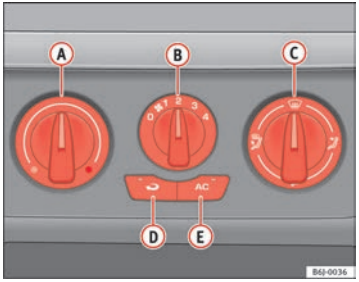

Fig. 89 Air conditioning controls on the dash panel
– Using the controls ⇒ fig. 89 (A) and (C) and with the switch (B) you can adjust the temperature, the air distribution and the blower speed.
– To switch a function on or off, press the appropriate button (D) or (E). When the function is activated, a red warning light on the button is turned on.
– Close outlets (3)
– Open and turn outlets (4) towards side windows